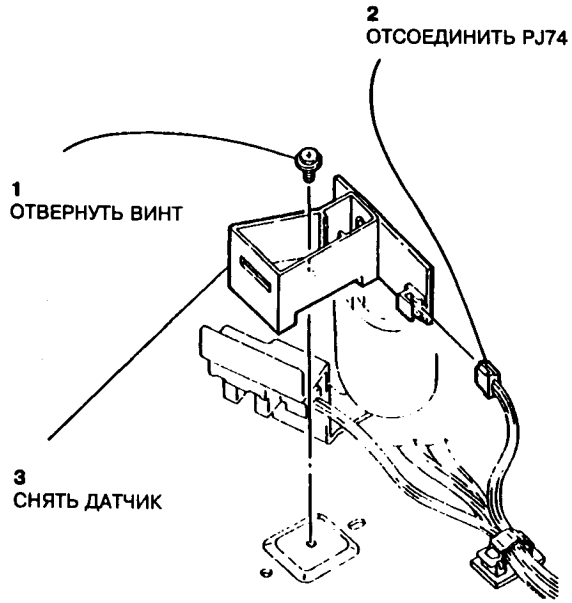

Рис.3 Снятие датчика экспонирования
4. Снять датчик экспонирования (рис.3).